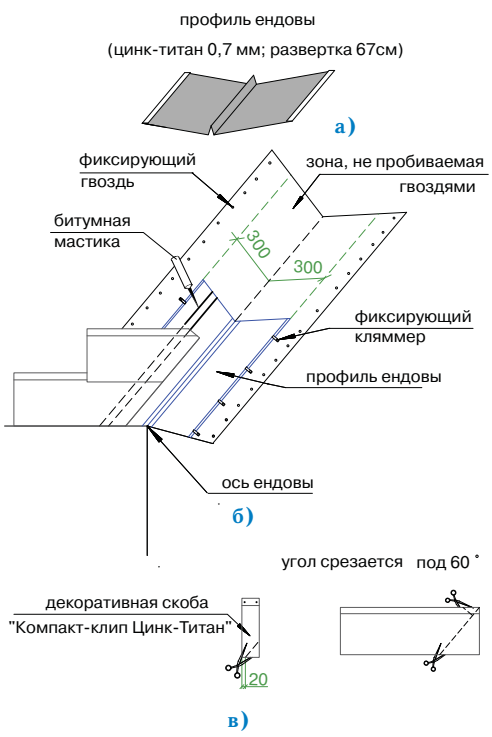

Рис. 3
Ендова *(рис. 3)*
- ровно по центру ендовы устанавливается профиль ендовы (цинк-титан 0,7 мм, развертка 67 см) (рис. 3а);
Внимание: 1. Необходимо также подрезать верхний уголок обрезанного края листа (см. рис. 3в) для правильного стока воды.
4. В случае, если скоба «Компакт-клип Цинк-Титан» приходится на место обреза листа, можно либо обрезать накладку, оставив минимум 2 см в нижней части (рис. 3в), либо произвести укладку листов без использования накладки.